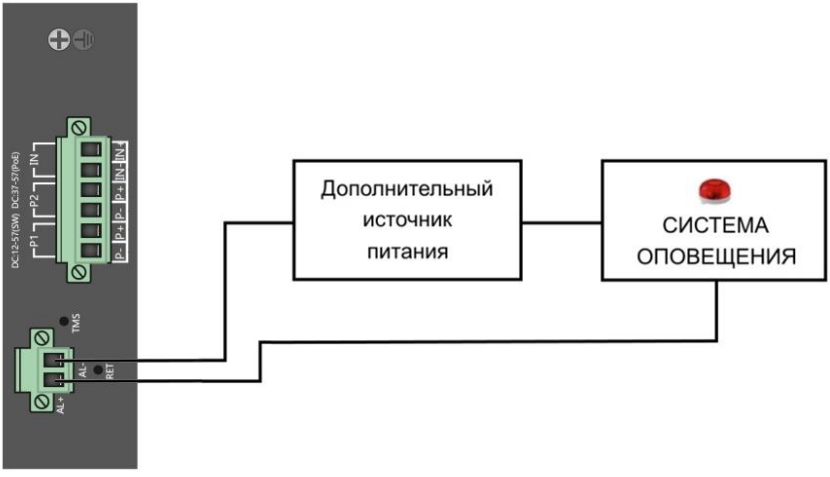

Рис.9 Схема подключения системы оповещения к коммутаторам SW-80804/ILS(port 90W,300W) и SW-80804/ILS(port 90W,720W)
Коммутаторы SW-80804/ILS(port 90W,300W) и SW-80804/ILS(port 90W,720W) имеют релейный выход типа сухой контакт (NO) для включения системы тревожного оповещения. Релейный выход поддерживает управление исполнительными устройствами (сирена, светодиодное табло и т.д.) мощностью не более 24 Вт. Напряжение источника питания, подключенного к релейному выходу, не должно превышать 24 В постоянного тока. Ток, проходящий через реле, не должен превышать 1 А (Рис.9).